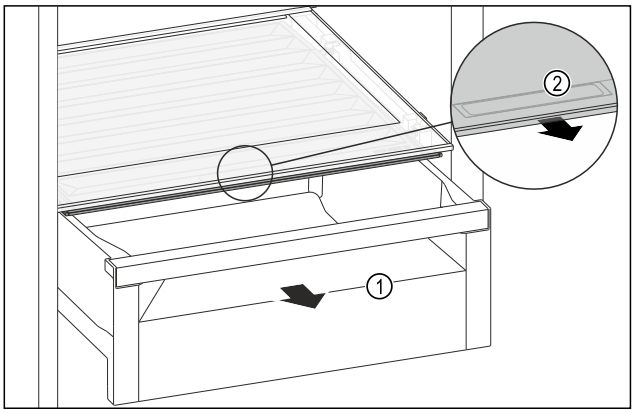

Fig. 104
▶ Extrageți sertarul *Fig. 104 (1)*.
▶ Prindeți mânerul încastrat *Fig. 104 (2)* de la capacul compartimentului și trageți concomitent capacul compartimentului spre partea frontală.